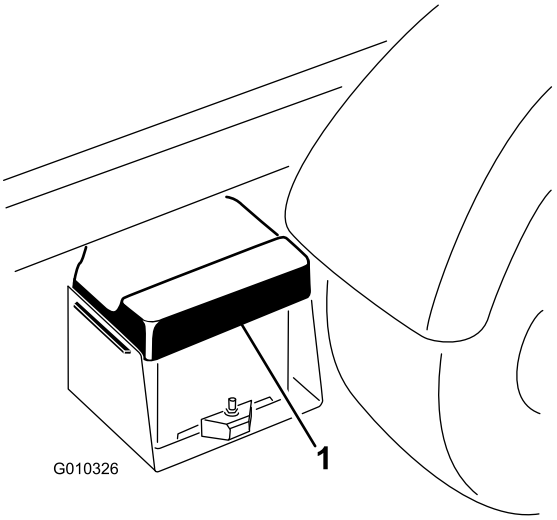

Figuur 48
1. Knijp in het accudeksel zodat de lipjes van de accubasis loskomen. Verwijder het accudeksel van de accubasis (Figuur 48).